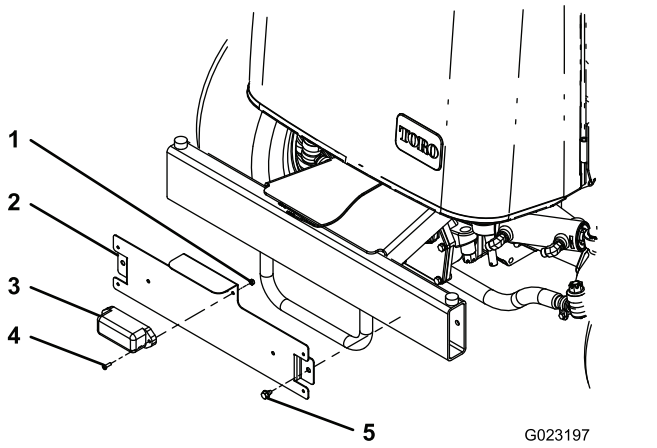

図 21
1. ナンバープレートブラケットに、ランプを取り付けるねじ#10 x ⅝"2本、ロックナット2個を使用する図 21。
2. ナンバープレートブラケットをリアバンパーに取り付けるタッピングねじ5/16" x ½"2本を使用して図 21のように取り付ける。
注 ナンバープレートブラケットは図 21のようにセットする。